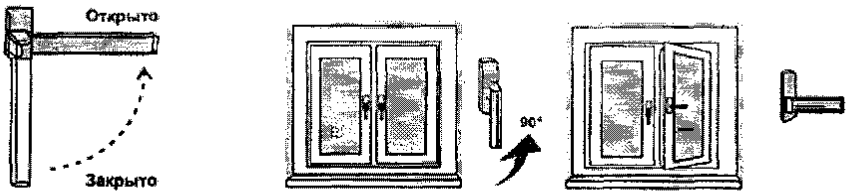

Рис.1
- Чтобы открыть (распахнуть) створку окна, ручку поворачивают на 90 градусов в горизонтальное положение (положение «Открыто» на Рис. 1). При повороте ручки закрытую створку слегка прижимают к раме другой рукой (чуть выше ручки). Затем, потянув за ручку, створку распахивают (сплошной режим - поворотное открывание).